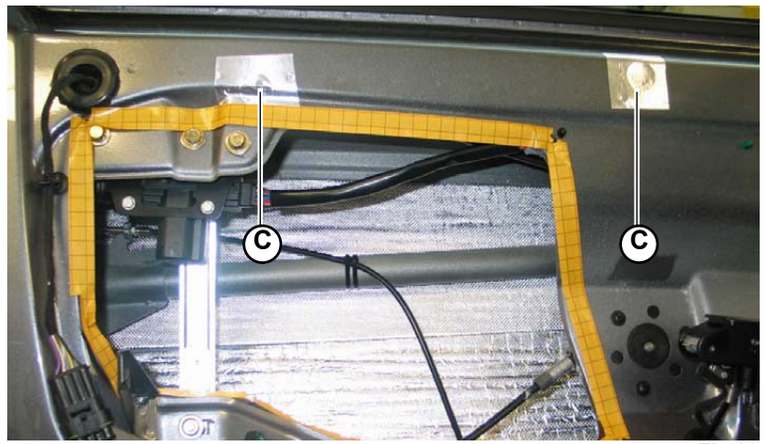

Fig.20
2. Cover the access holes to the weatherstrip screws using the adhesive silver-coloured plates (**C-Fig.20**).